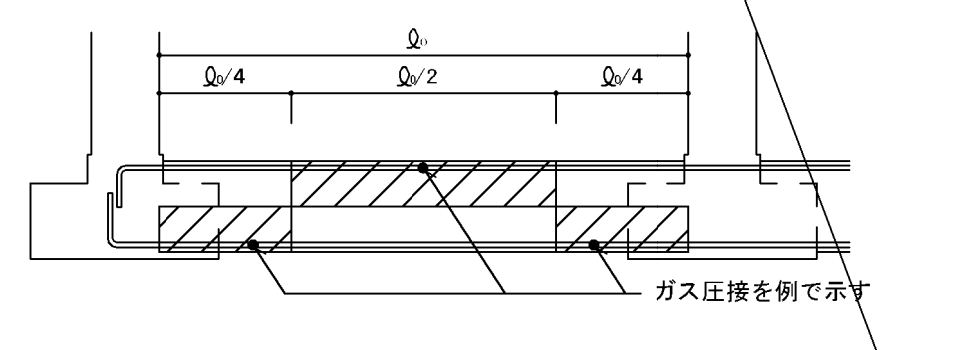

図5.3　主筋の継手、定着及び余長（その２）
(3) 独立基礎で基礎梁にスラブが付く場合の主筋の継手、定着及び余長は、図5.3による。